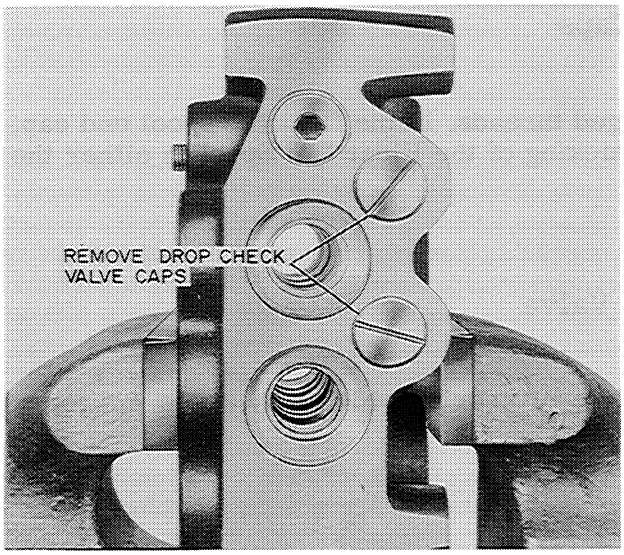

Figure D-24
1. Remove the drop check valve caps, Figure D-24. Now remove the poppet springs and poppets.